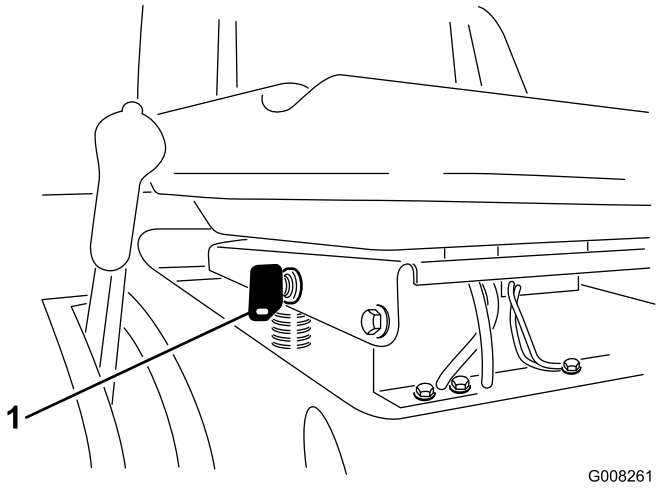

Figuur 14
Als u de maaimessen moet gebruiken terwijl u achteruitrijdt, moet u de interlockschakelaar uitzetten met behulp van de KeyChoice-schakelaar die zich naast de beugel van de bestuurdersstoel bevindt (Figuur 14).
2. Steek het KeyChoice-sleuteltje in de schakelaar (Figuur 14).